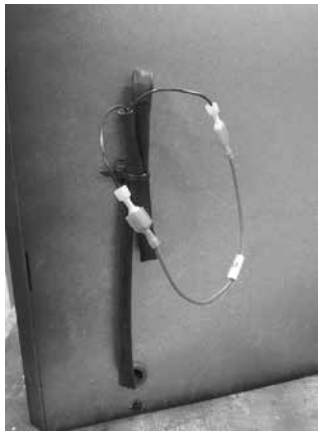

Figure 6.8
8. Install the jumper wire on the reset switch wire on the side of the insert. Leave the reset switch wire attached to the side of the insert. See Figure 6.8.